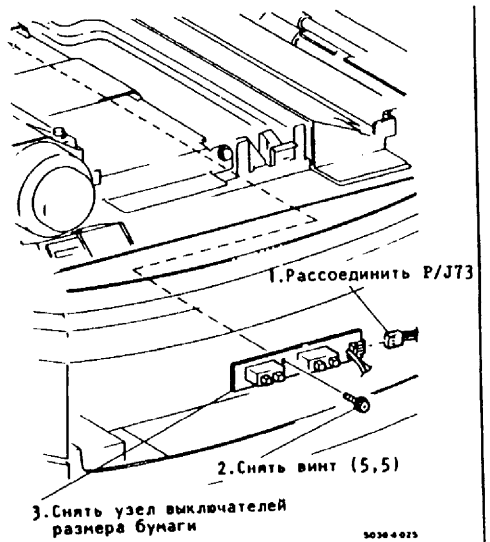

Рис.2. Снятие узла выключателей размера бумаги
4. (Рис.1, Рис.2): Снять узел выключателей размера бумаги.